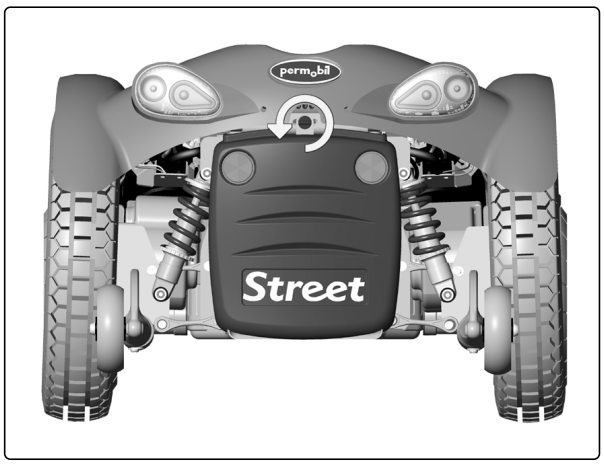

Abb. 7. Verschlussschraube Batterieluke.
3. Lockern Sie die hintere Abdeckung, indem Sie an der Abdeckungshinterkante gerade nach hinten ziehen, so dass die sich Führungszapfen lösen. Öffnen Sie die Batterieluke durch eine 1/4-Drehung der Verschlussschraube und klappen Sie die Luke zurück, siehe Abb. 7.
4. Verschließen Sie die Batterieluke mit Hilfe der Schraube, s. Abb. 7.